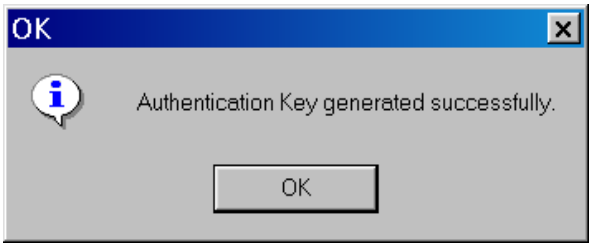

Figure C-3 Authentication Key Generated Successfully Confirmation Screen
a. Select **Send to Control**. TapTalk will display the “Authentication Key generated successfully” (Figure C-3).